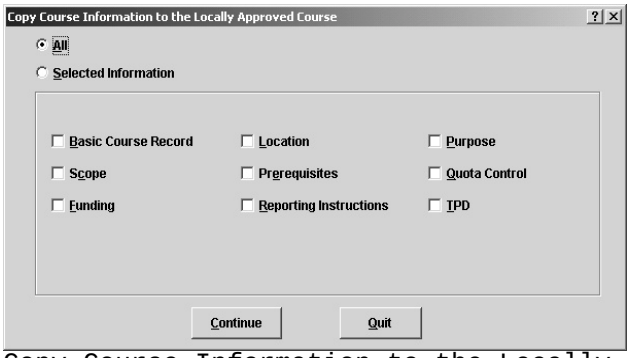

Figure 6-110. Copy Course Information to the Locally Approved Course
12. Click on **Copy**. The Copy Course Information to the Locally Approved Course dialog box (Figure 6-110) opens.